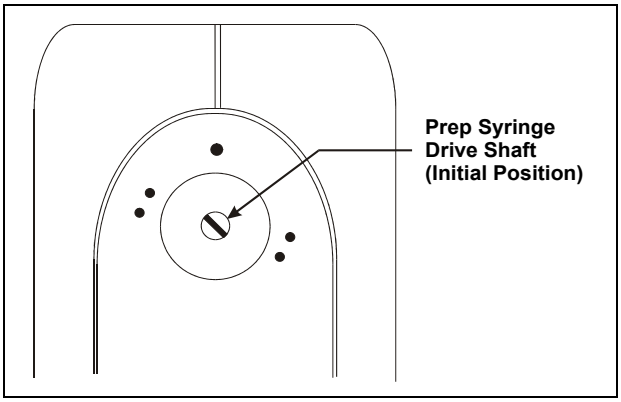

Figure 5-34. Prep Syringe Drive Shaft Initial Position
3. When the valve is removed, the syringe drive shaft is visible. When the syringe is in the initial position (the position selected when the valve was removed), the slot in the drive shaft should be in the 11 o'clock position (see Figure 5-34).